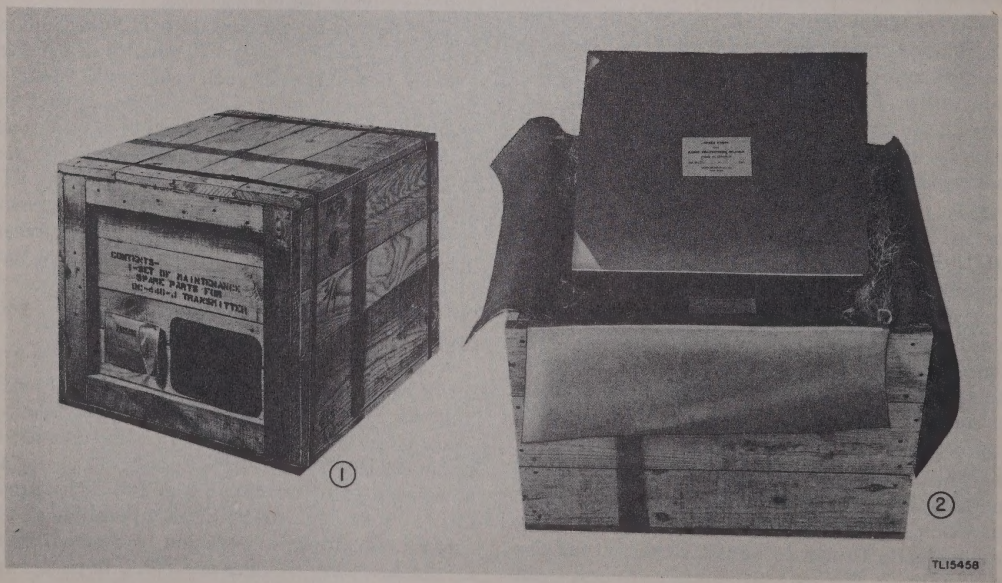

Figure 10. Packing case 3: (1) Closed; (2) Open.
c. Case 3 (Fig. 10). Contains one set of spare parts for Radio Transmitter BC-446-J. (Gross weight 115 lb)